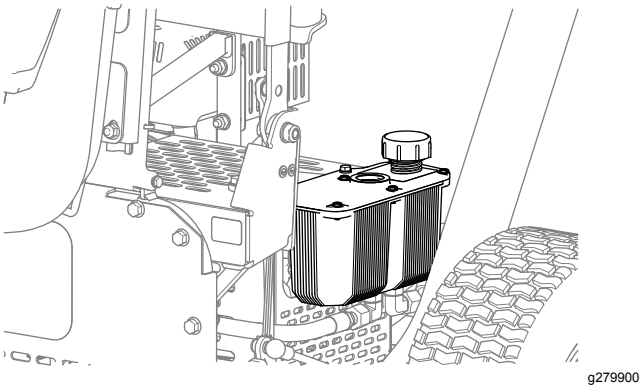

Figure 38
2. Enlevez le bouchon du réservoir hydraulique (Figure 38).
4. Remettez le bouchon du réservoir (Figure 38).